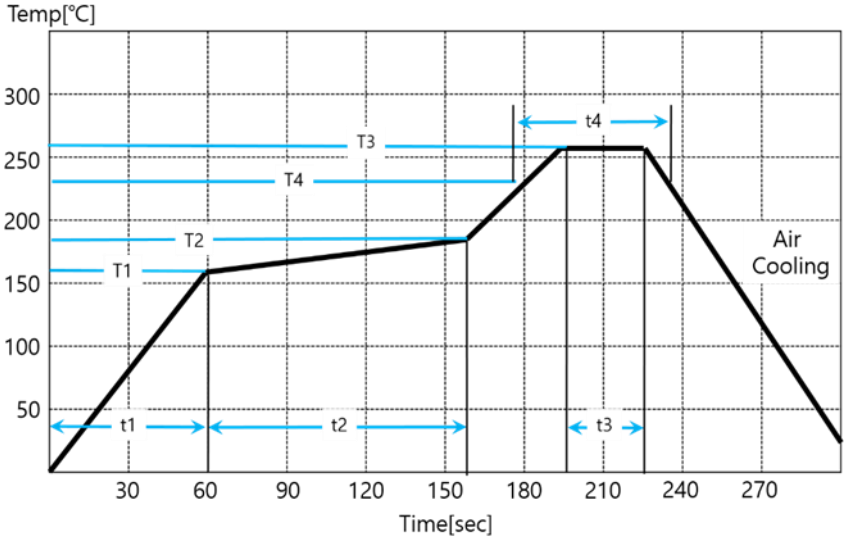

**Figure 12. Thermal Reflow Profile**
***Figure 12*** shows the thermal reflow profile of the SAC-305 (Alpha metal), which is a test solder cream we used.